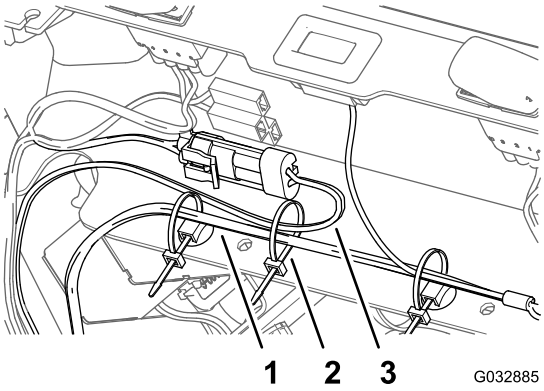

Figuur 15
5. Bevestig de kabelboom van de LED-lampset aan de kabelboom van de machine met een kabelbinder zoals in Figuur 15.